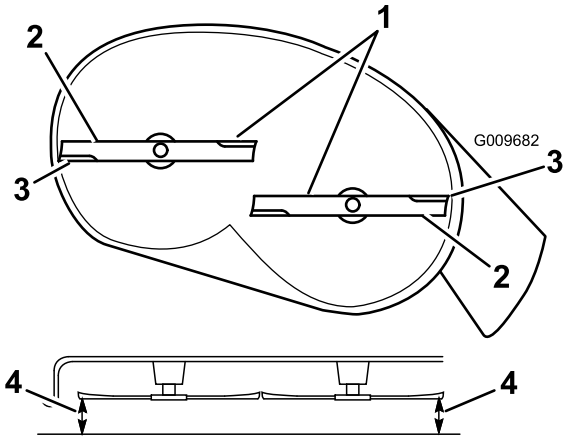
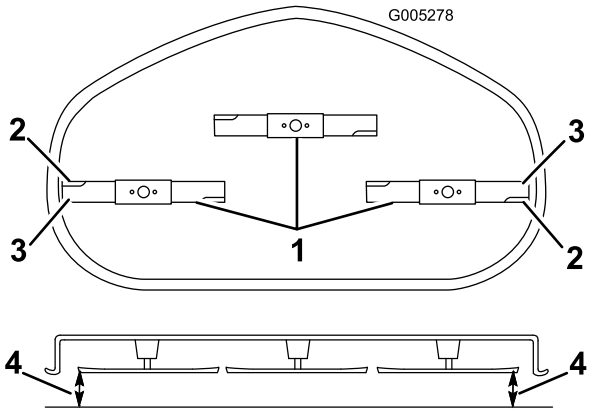

Figuur 59
Figuur 60
4. Draai voorzichtig de messen zodat ze zij aan zij staan (Figuur 59 en Figuur 60).
5. Meet tussen de buitenste snijranden en het platte oppervlak (Figuur 59 en Figuur 60). Als beide afstanden groter zijn dan 5 mm, moeten deze worden bijgesteld; ga verder met de rest van deze procedure.